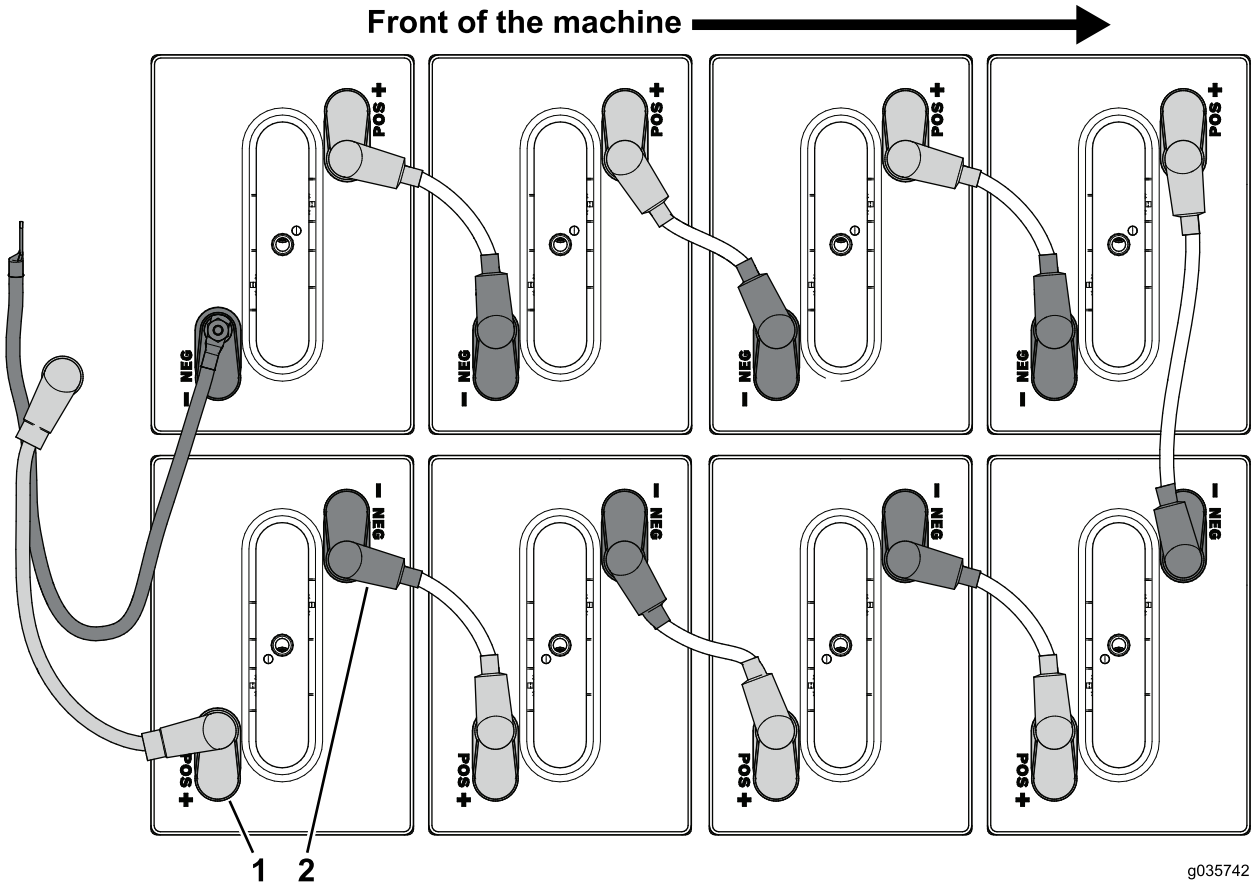

Figur 98
4. Anslut batterikablarna som är anslutna till pluspolen (+) på batterierna i den främre batteribrickan (Figur 98).
5. Anslut batterikablarna som är anslutna till minuspolen (–) på batterierna i den främre batteribrickan (Figur 98).